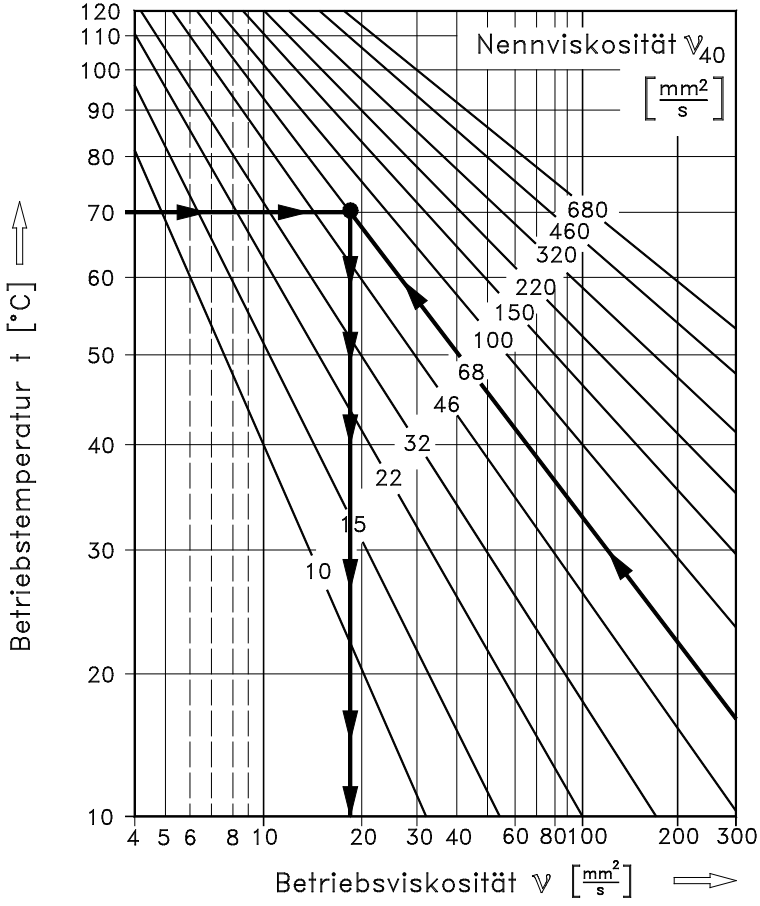

Abb. 6.10
Im **ν- t- Diagramm** (Abb. 6.10) ist dieser Zusammenhang für die gebräuchlichsten Nennviskositäten ν_{40} mineralölbasischer Schmierstoffe dargestellt.
Schritt 3: Im Diagramm Abb. 6.10 folgt man der Linie für die Nennviskosität des Grundöles ν_{40} **= 68 mm²/s** bis zum Schnittpunkt mit der Linie der Betriebstemperatur t_{max} = 70°C. Eine von diesem Schnittpunkt nach unten gezogene Linie bezeichnet die für diesen Schmierstoff bei dieser Temperatur ungefähr zu erwartende Betriebsviskosität.